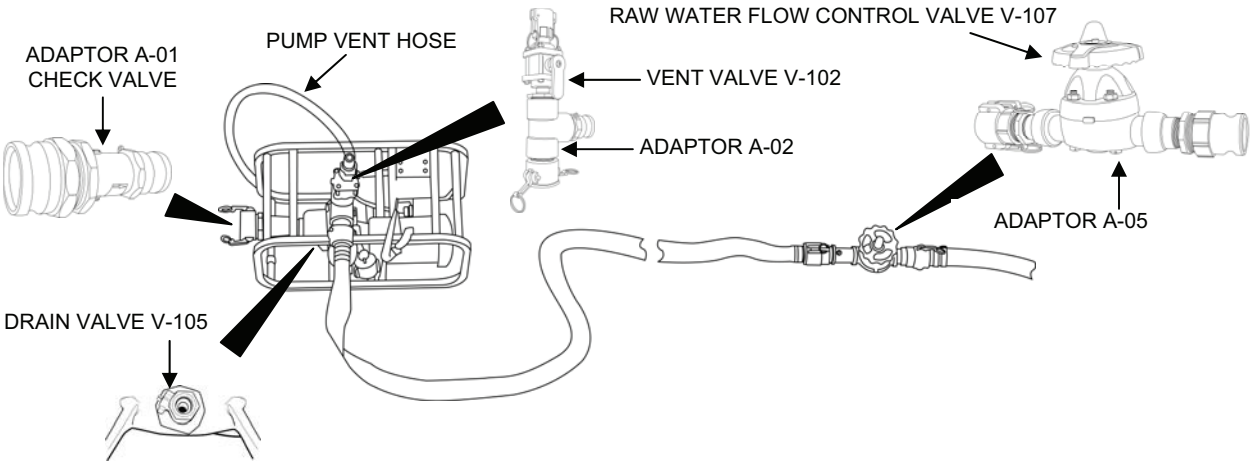

Figure 6. Raw Water System with Only the Motor-Driven Raw Water Pump.
1. Set valve positions as follows (Figure 6):
7. If the expected priming time is exceeded, stop the pump and check all the hose couplings that are out of the water. Specifically, check the gaskets to be certain that they are free of sand and dirt. Remove Check Valve Adaptor A-01 (Figure 6) from the pump skid and make certain that the flapper seat is clean. Install and fill the pump again and repeat. If after 20 minutes the pump has not primed, refer to WP 0034 00, Troubleshooting.
8. Once P-2 is operating and system is primed, adjust Raw Water Flow Control Valve V-107 (Figure 6) about half open to provide a steady flow of raw water into the MF Feed Tank. Depending on the elevation, if the valve is opened too much initially, the pump could lose prime.